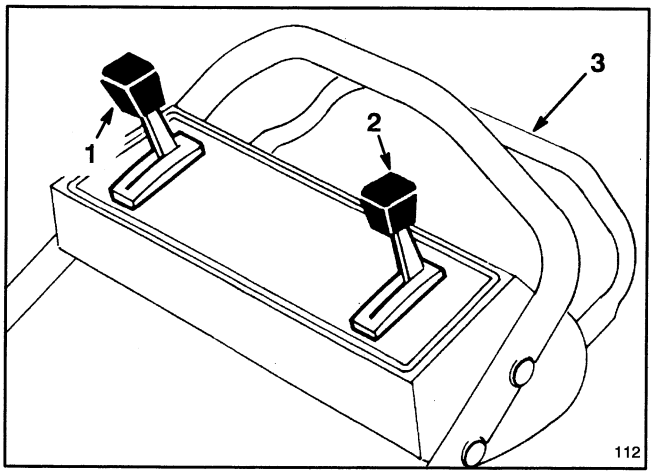
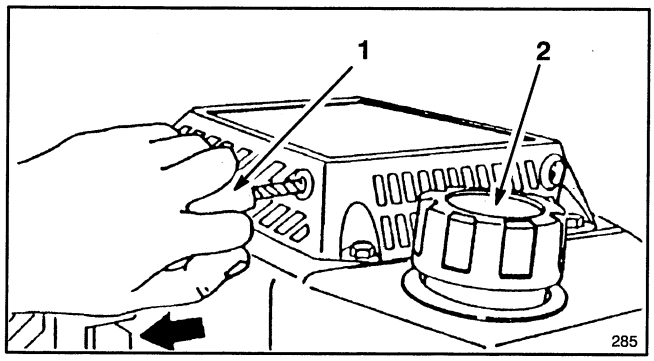

Figure 7
Figure 8
1. Clean around fuel tank cap (Fig. 8) and remove cap from tank.
CONTROLS—Throttle, ground speed control, and self–propelled control bar are on upper handle (Fig. 7). Fingertip starter is on top of engine (Fig. 8).
2. STARTING—Move ground speed control to "N" (Fig. 7). Move throttle to (CHOKE). Brace yourself and mower securely by placing your foot on the top left side of mower housing. Pull recoil starter out until positive engagement results; then pull vigorously to start the engine. When engine starts, remove throttle from CHOKE and regulate engine speed as desired.
3. TRACTION OPERATION (Fig. 7)—Move ground speed control to desired setting. Number "1" is slow, "2" is medium, and "3" is a fast walking pace. Ground speed varies, depending on space between control bar and handle. Move ground speed control to "N" when using the mower for trimming and whenever leaving the mower.